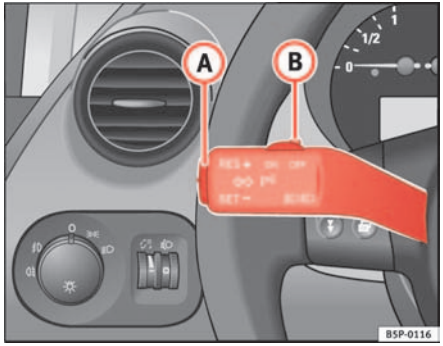

Fig. 145 Turn signal and main beam lever: switch and rocker switch for CCS
- when the lever (B) is moved in the direction of **OFF** without fully being inserted.
To resume the cruise control, release the brake or clutch pedal or reduce the vehicle speed to less than 180 km/h and press once on the upper part of the rocker switch **RES** ⇒ fig. 145 (A).